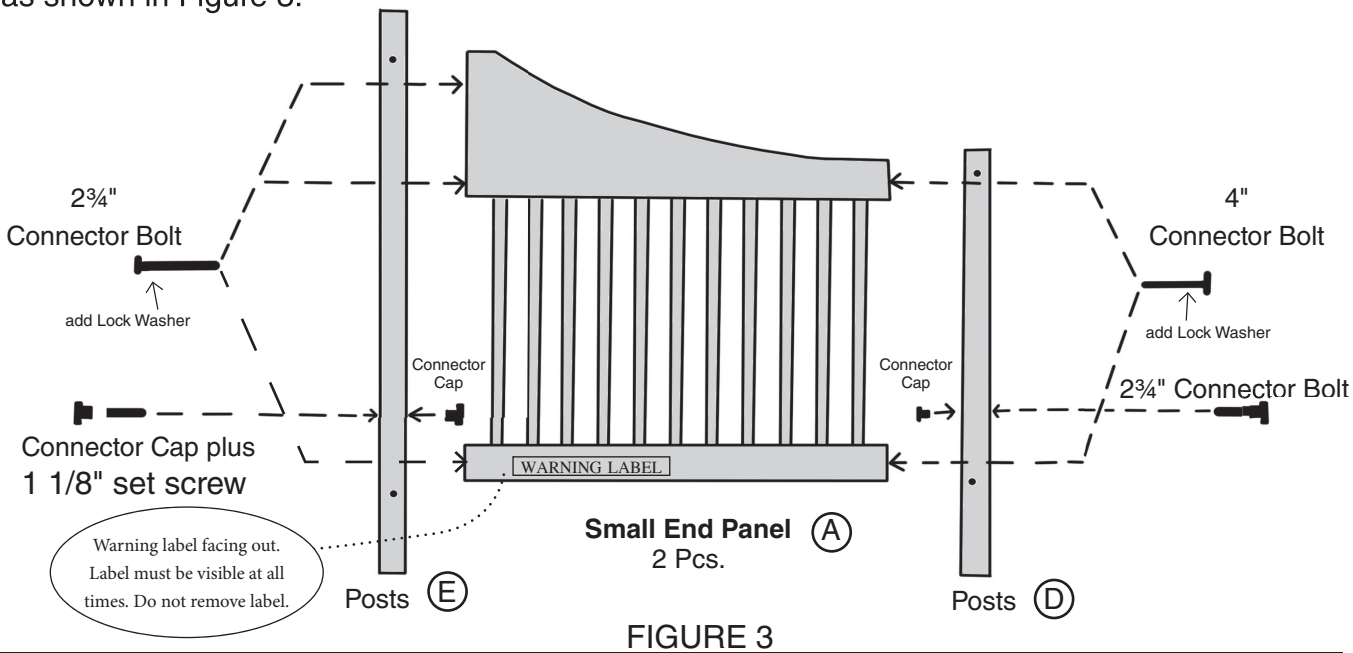

FIGURE 3
3. Attach small end panels (A) to posts (E) with six–2¾" Connector Bolts with lock washers. Attach small end panels A to posts D with four–4" Connector Bolts with lock washers. Use 2¾" Connector Bolts and 1 1/8" set screws along with Connector Cap (hand tighten) in remaining holes as shown in Figure 3.